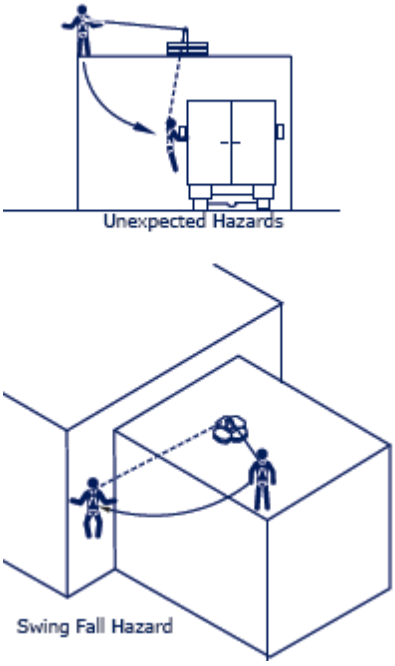

Figure 1
e) Swing falls occur when the anchorage point is not directly above the point where a fall occurs. The force of striking an object while swinging (horizontal speed of the user due to the pendulum affect) can be great and may cause serious injury. Swing falls can be minimized by working as close to the anchorage point as possible. In a swing fall situation, the total vertical fall distance of the user will be greater than if the user had fallen vertically directly below the anchorage point. The user must therefore account for an increase in the total free fall distance and the area needed to safely arrest the fall. See Figure 1.